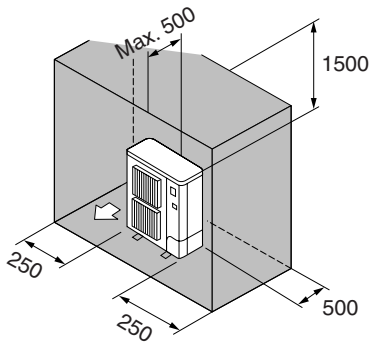

Fig. 3-10
⑥ Hindernisse nur auf der Rückseite, beiden Seiten und der Oberseite (Fig. 3-10)